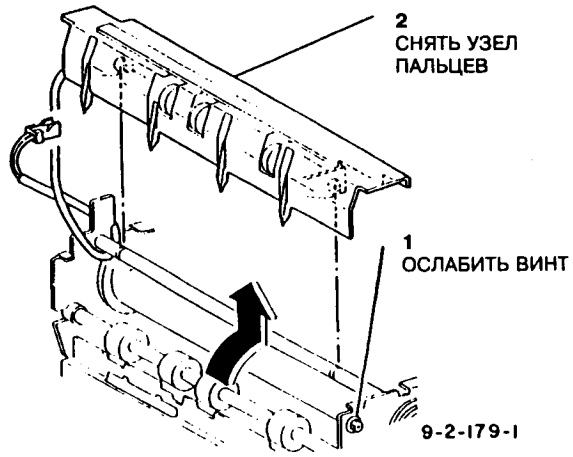

Рис.3 Снятие узла пальцев нагревательного валика
7. Снять узел пальцев нагревательного валика (рис.3).